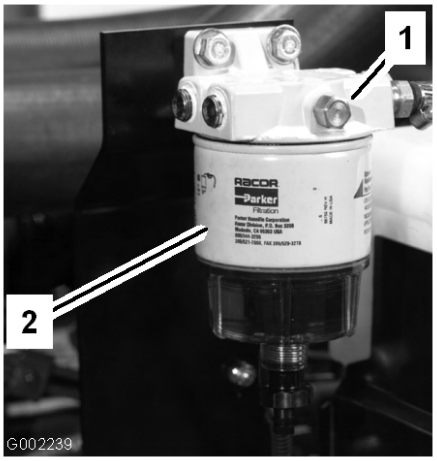

Figur 42
3. Öppna avluftarpluggen på bränslefiltret/vattenseparatorn (Figur 42).